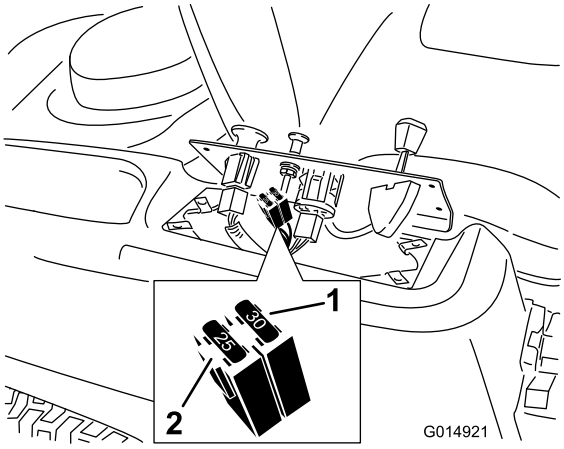

Figur 46
2. Lyft upp kontrollpanelen så att du kommer åt huvudledningen och säkringsblocket (Figur 46).
3. Byt ut en säkring genom att dra ut den (Figur 46).